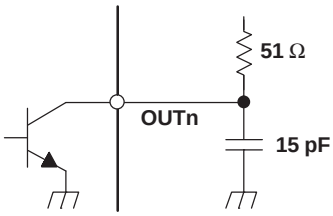

Figure 5. Test Circuit for t_{r1}, t_{f1}, t_{pd2}, t_{pd3}, t_{pd4}
(2) See Figure 5 . Defined as from 10% to 90%
(4) See Figure 5 and Figure 10
(5) See Figure 5 and Figure 10